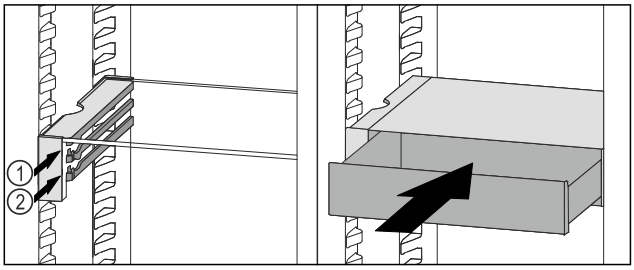

Fig. 176
▶ 将 VarioSafe 抽屉放置在所需肋梁 *Fig. 176 (1)* 或 *Fig. 176 (2)* 上的止动器后面。